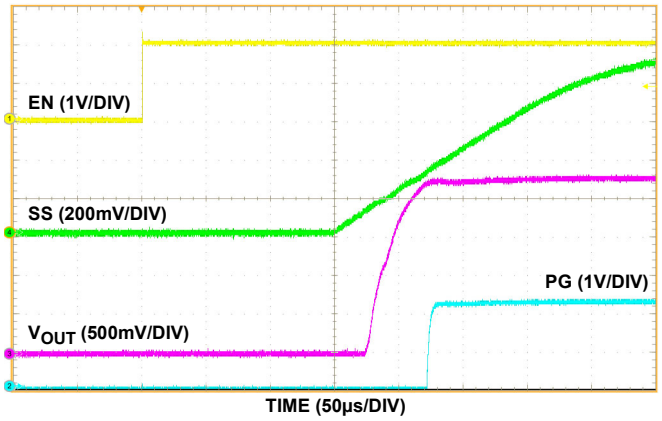

FIGURE 14. ENABLE START-UP SS CAP 1nF
If the current limit for inrush current is acceptable in the application, do not use the soft-start (SS) feature (leave the SS pin open). The soft-start circuit controls the rate at which the output voltage comes up to regulation at power-up or LDO enable. The external soft-start capacitor always gets discharged to ground pin potential at the beginning of start-up or enabling. After the capacitor discharges, it will immediately begin charging by a constant current source. The discharge rate is the RC time constant of R_{PD} and C_{SS}. Refer to Figures 14 through 18 in the "Typical Operating Performance Curves" beginning on page 8. R_{PD} is the ON-resistance of the pull-down MOSFET, M8. R_{PD} is typically 323Ω.